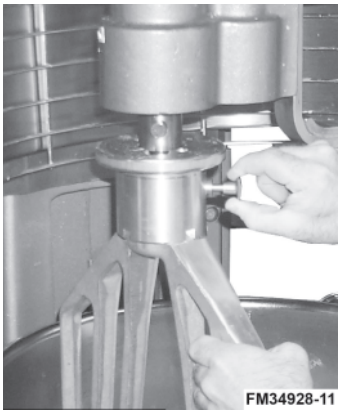

**Fig. 7**
3. Hold the agitator and pull the plunger of the agitator out (Fig. 7). Slide agitator down off the agitator shaft.